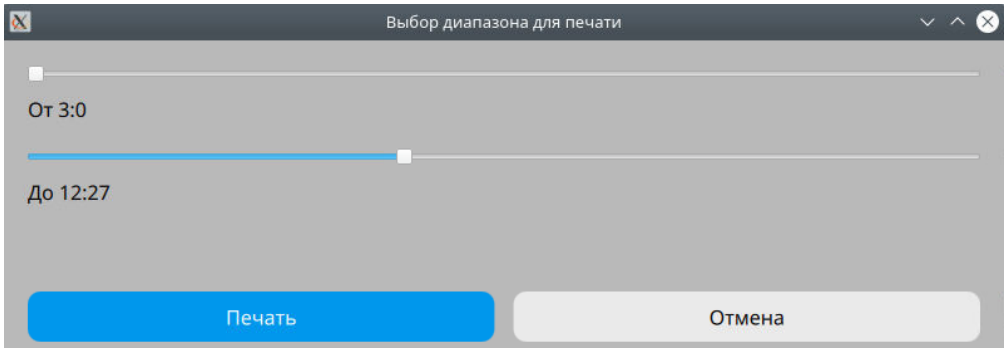

Рисунок 294 – Диалоговое окно настроек печати
1. Нажать на кнопку Печать, откроется диалоговое окно настроек печати (рисунок 294).